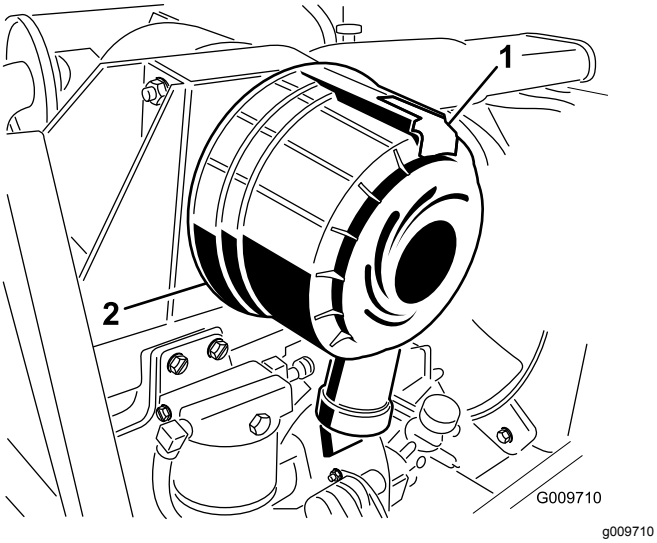

Rysunek 29
1. Pociągnij zaczep w kierunku na zewnątrz i obróć pokrywę filtra powietrza w lewo (Rysunek 29).